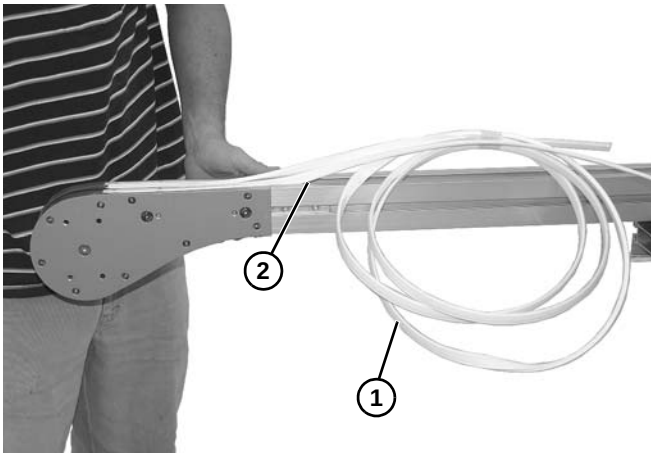

Figure 14
1. **U**nroll wear strip **(Figure 14, item 1)**.
2. Guide wear strip into channel **(Figure 14, item 2)** on conveyor frame.